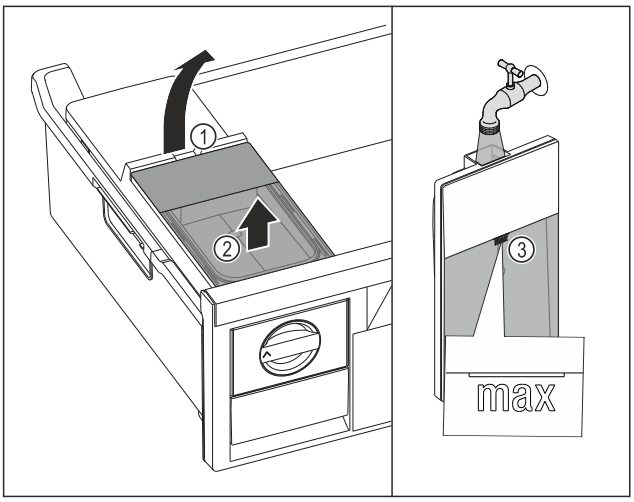

Fig. 98
▶ Поднимите бак для воды за выемку *Fig. 98 (1)*.
▶ Извлеките бак для воды движением вверх. *Fig. 98 (2)*
▶ Наполните бак для воды питьевой водой до отметки *Fig. 98 (3)*.